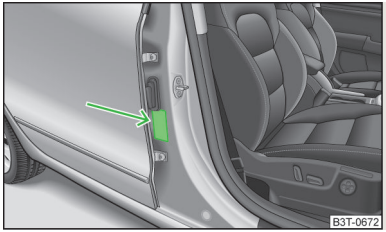

Fig. 155
- This is also clearly stated on the sticker which is located on the B column on the front passenger side » Fig. 155. The sticker is visible upon opening the front passenger door. In some countries, the sticker is affixed to the front passenger sun visor.